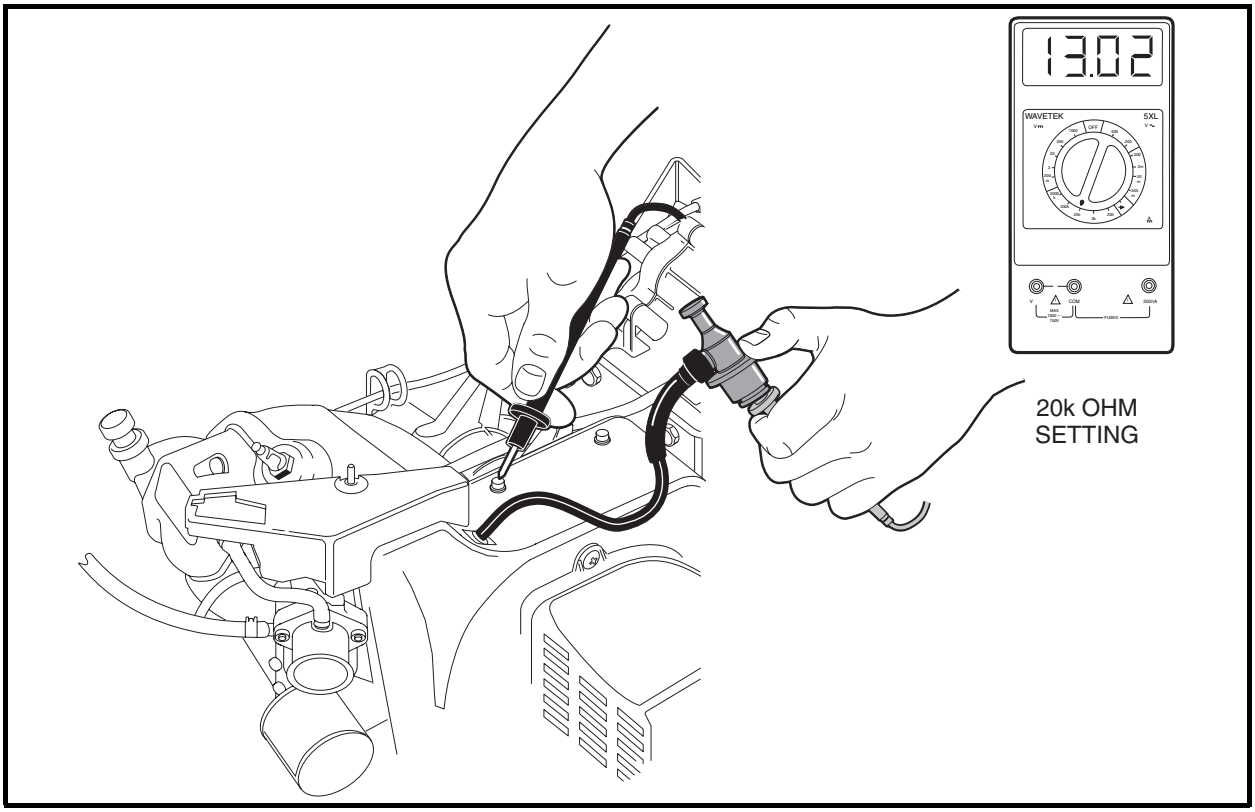

Figure 11-27 Secondary Coil Test – In Vehicle Test
3.1. Place the red (+) probe of the meter into the end of the spark plug cap that normally connects to the spark plug and place the black (–) probe on a clean unpainted surface of the engine or frame **(Figure 11-27, Page 11-29)**.